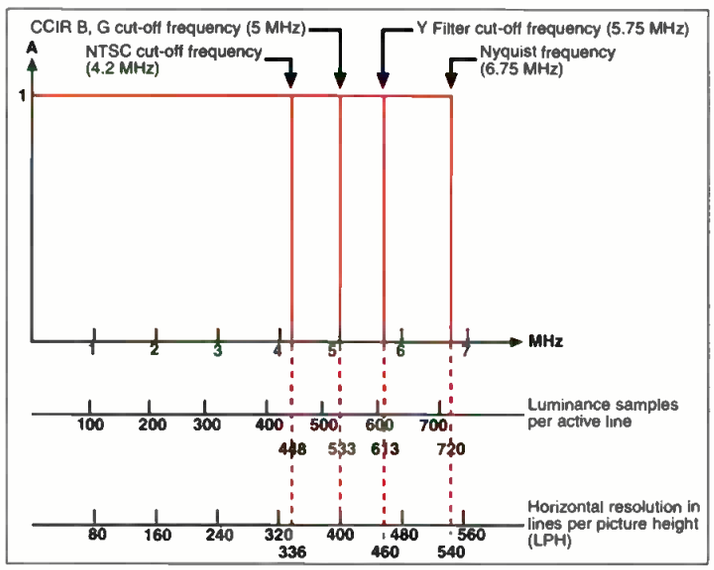

Figure 1. The relationship between idealized luminance bandwidth, the resulting number of samples/active line and the horizontal resolution.
•Digital related resolution: In a 4:2:2-type digital system, the digital-related resolution is expressed as the number of pixels per active line, i.e. 720 Y pixels, 360 B-Y pixels and 360 R-Y pixels. These numbers are sometimes called pixel densities. The pixel numbers do not define the resolution and their indiscriminate use may create confusion. Figure 1 presents the case of the 4:2:2 luminance signal. It shows the relationship between the idealized response of four typical luminance bandwidth-limiting filters, the number of samples per picture width (active line) and the horizontal resolution in LPH. The quoted figures are calculated using a figure of 80 lines/MHz of bandwidth for both SDTV scanning standards. If the anti-aliasing and reconstruction filters are neglected, a 4:2:2 component digital black box would be capable of producing pictures with an equivalent bandwidth of 6.75MHz (the Nyquist frequency), resulting in 720 samples (pixels) per active line or a horizontal resolution of 540LPH. To avoid aliasing and beat phenomena, pre- and post-filters with a cutoff frequency of 5.75MHz are being used. An idealized *brickwall* filter with a cutoff frequency of 5.75MHz would result in horizontal resolution of